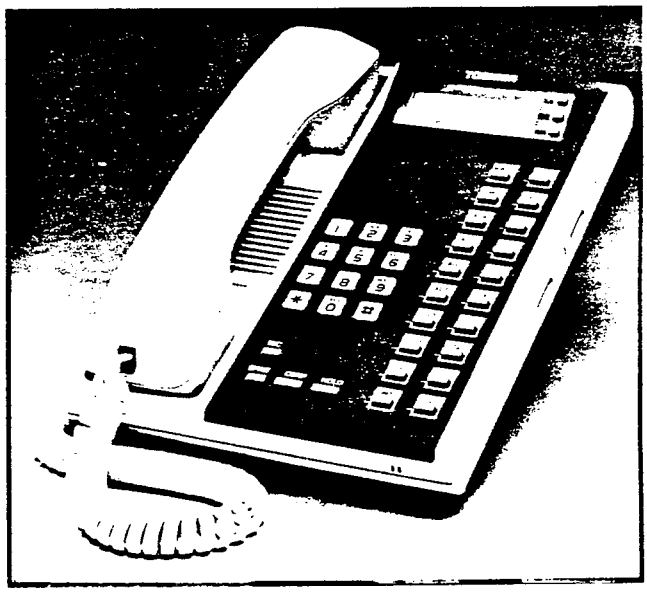

FIGURE 13—20-button LIQUID CRYSTAL DISPLAY ELECTRONIC TELEPHONE
5) 20-button Liquid Crystal Display electronic telephone (Figure 13): Available as a speakerphone-only unit with a 32-character, alpha-